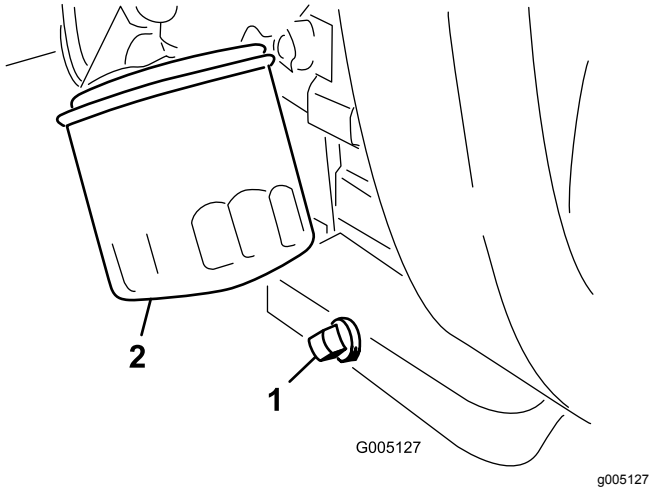

Figur 47
1. Afmonter den bageste aftapningsprop (Figur 47), og lad olien løbe ned i en drænbakke. Monter aftapningsproppen igen, når olien holder op med at løbe.
2. Fjern oliefilteret (Figur 47). Påfør et let lag ren olie på den nye filterpakning.